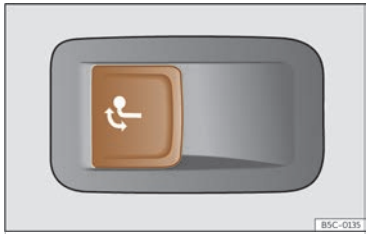

Fig. 201 Left side of the luggage compartment: button to unlock the tow hitch.
- Pull the ››› **Fig. 201** button briefly. The tow hook unlocks electrically and automatically turns outwards. The button's control lamp flashes.
- Pull the ››› **Fig. 201** button briefly. The tow hook unlocks electrically.
- Never press the button ››› Fig. 201 when there is a trailer hooked to the vehicle or when a carrier system or other accessories are mounted on the tow hook.